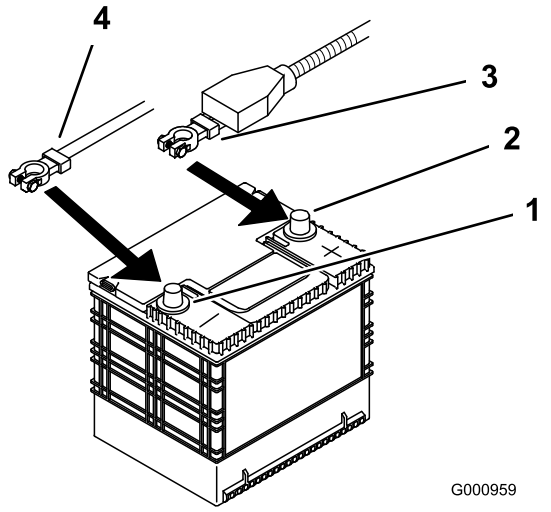

Figur 50
4. Afbryd først det negative batterikabel fra den negative (–) batteripol (Figur 50).
5. Skub den røde klemme af batteriets (røde) pluspol. Afmonter derefter batteriets (røde) pluskabel (Figur 50).
4. Fastgør kablerne med 2 bolte (1/4 x 3/4 tomme), 2 skiver (1/4 tomme) og 2 låsemøtrikker (1/4 tomme) (Figur 50).